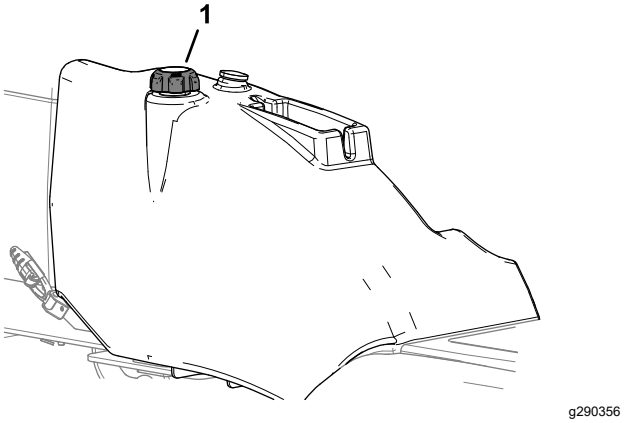

Figur 19
3. Ta bort locket från bränsletanken (Figur 19).